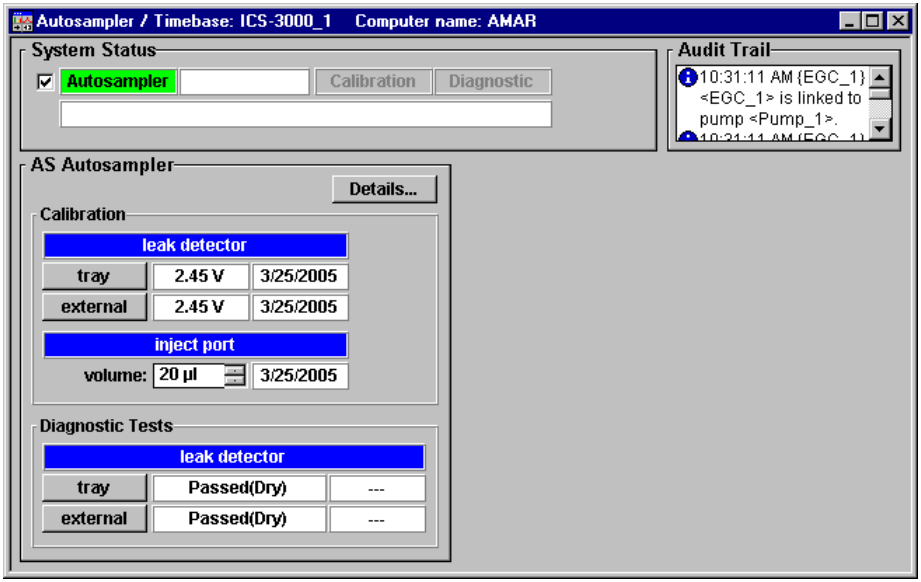

Figure 5-30. Dionex Autosampler Wellness Panel
4. Click **Connect to Timebase** on the **Control** menu. Connect to the timebase in which the AS is configured. When connected, the controls on the Wellness panel are enabled (see Figure 5-30).